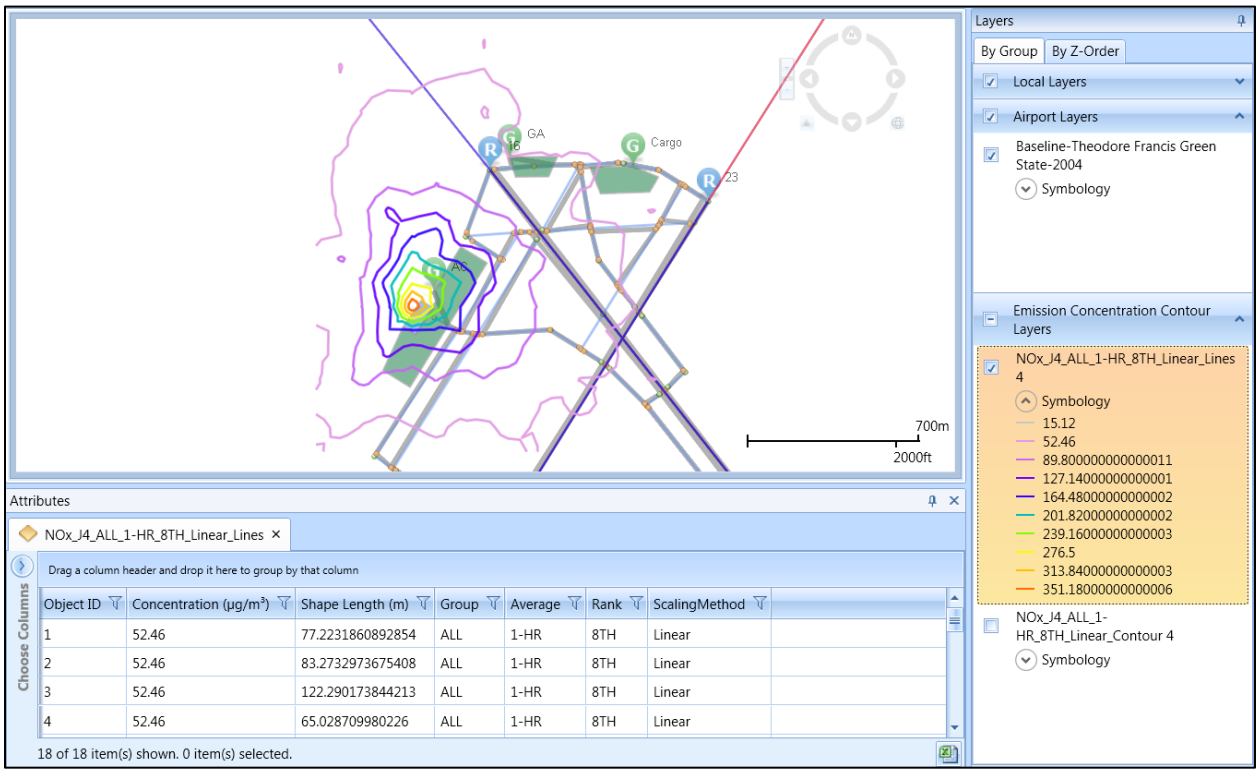

Figure 5-31 Sample Concentration Contour Layer with Attributes – shown with Airport layers
6. Click *OK* to generate and display the concentration contour layers on the map (Figure 5-31) and in the *Layers* manager.
The following attributes are available for all concentration contour layers: object ID, concentration, shape length, shape area, group, average, rank, scaling method, and concentration (Figure 5-31). See Appendix B.3 for descriptions of the attributes.